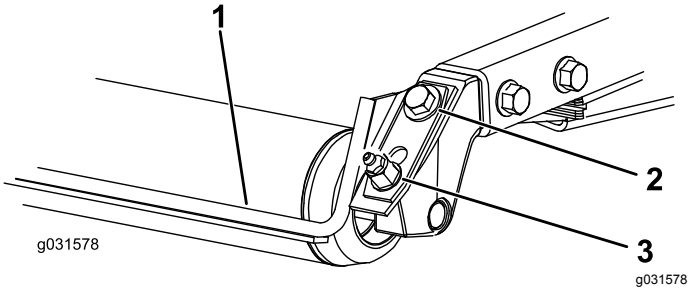

Figur 8
1. Løsne smørenippelen og monteringsskruen (Figur 8).